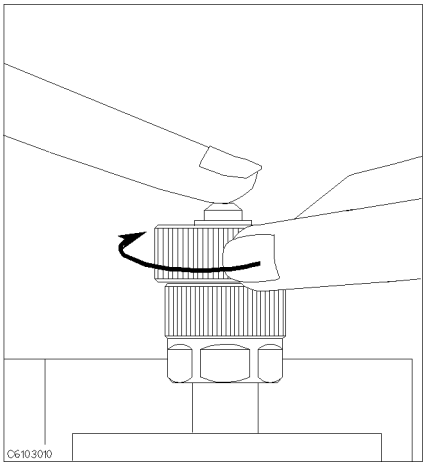

Figure 5-8.
8. Connect the 0 Ω termination on the APC-7® connector as shown in Figure 5-8.